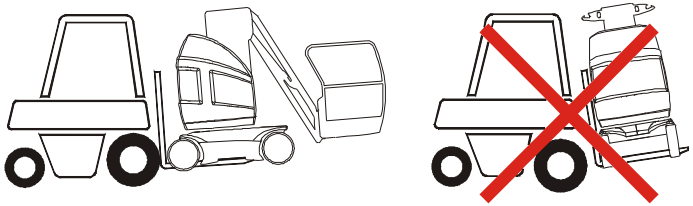

Figure 3-23. Utilisation d'un Chariot Elévateur
- Positionner les fourches comme indiqué Figure 3-23.